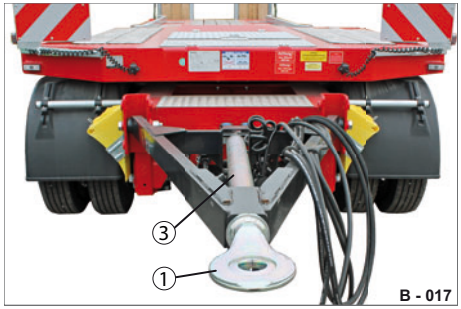
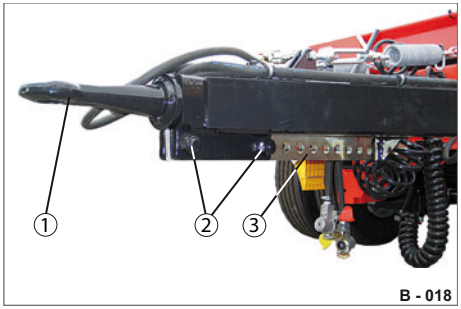

Abb. 30 Zuggabel - Variante 2
Abb. 31 Zuggabel - Variante 2 (Verstellung)
- ▶ Demontieren Sie die Schrauben-Verbindungen (Abb. 31/2).
- ▶ Schieben Sie das Verstellrohr (Abb. 30/3) mit der Zugöse (Abb. 30/1; Abb. 31/1) auf die erforderliche Länge ein / aus.
- ▶ Montieren Sie die Schrauben-Verbindungen mit selbstsichernden Sechskantmuttern in dem Verstellrohr-Gestänge (Abb. 31/3) an.